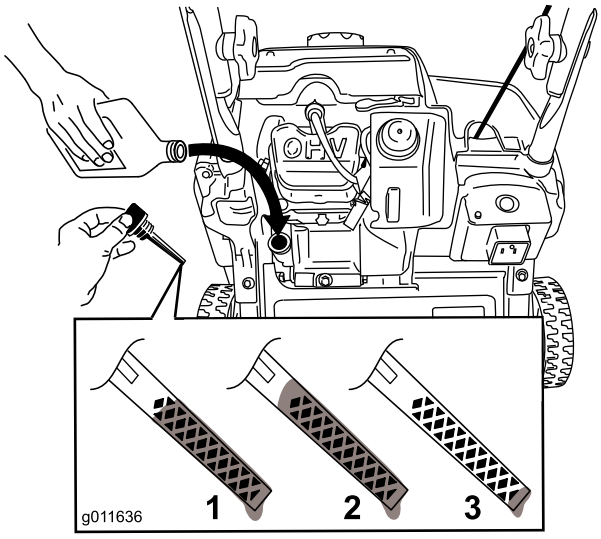

Figur 8
2. Rengjør rundt oljelokket (Figur 8).
Merk: For å avgjøre riktig oljenivå på peilestaven, se Figur 8.
Merk: Fyll motorveivhuset med olje til peilestaven viser at motoroljenivået er korrekt som vist i Figur 8. Hvis du fyller for mye olje på motoren, fjern den overflødige oljen som oppgitt i Skifte motorolje.